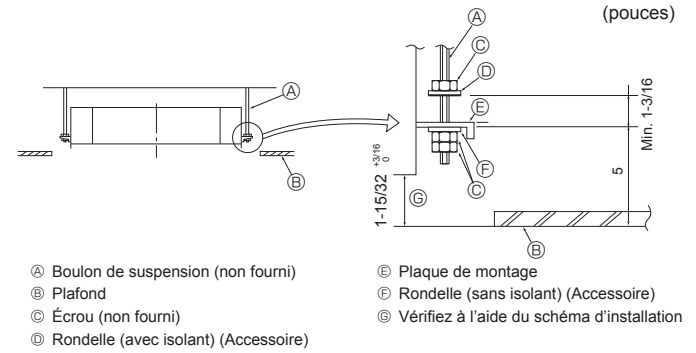

Fig. 4-5
4.5. Méthodes de suspension de l'appareil (Fig. 4-5)